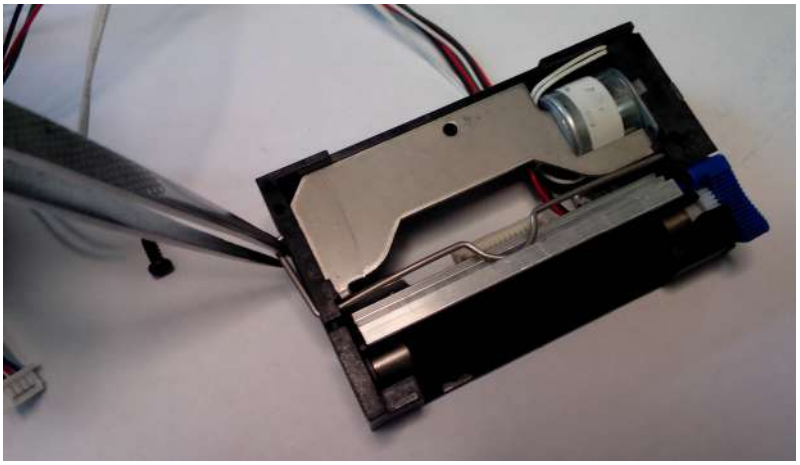

Рис. 7.11 - Извлечение пружины термоголовки
7.6.3.6.3 Отогнуть и извлечь пружину термоголовки (Рис. 7.11).